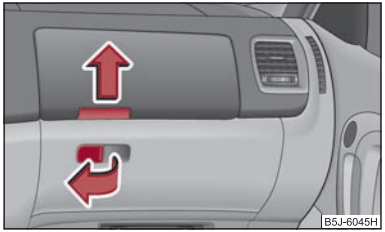

Fig. 77 Dash panel: Storage compartments on the front passenger side
- Pull the handle of the lid in direction of arrow ⇒ fig. 77 and fold it open.